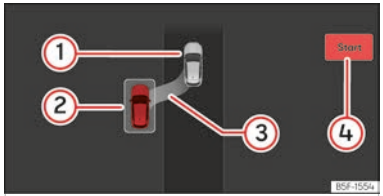
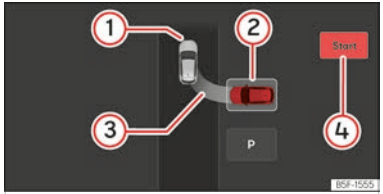

Fig. 161 En la pantalla del sistema de infotainment: posición para aparcar en línea.
Fig. 162 En la pantalla del sistema de infotainment: posición para aparcar en batería.
››› fig. 161, ››› fig. 162
① Vehículo propio
② Hueco de aparcamiento detectado
③ Indicación de la maniobra propuesta para aparcar
④ Iniciar la maniobra de aparcamiento
- Mire en la visualización de la pantalla del sistema de infotainment si se ha detectado el hueco como "apropiado" y si ha alcanzado la posición correcta para aparcar ››› fig. 161, ››› fig. 162. Pare el vehículo, siga las instrucciones que muestra infotaiment.
- Detenga el vehículo, pise el freno y, tras una breve pausa, pulse la tecla **Iniciar** ④ en el sistema de infotainment.